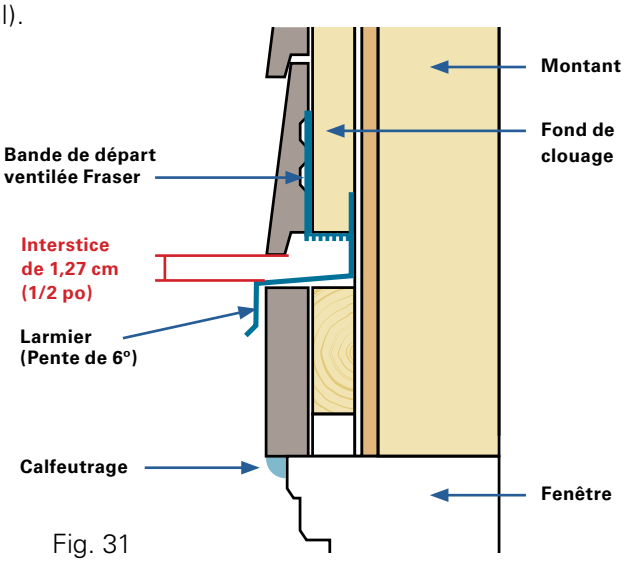

Fig. 31
- Posez la moulure ventilée en L Fraser (ou le pare-insectes) pour permettre à l'air de circuler et à l'eau de couler et empêcher les insectes de nicher derrière le revêtement. *(Voir la figure 31)*